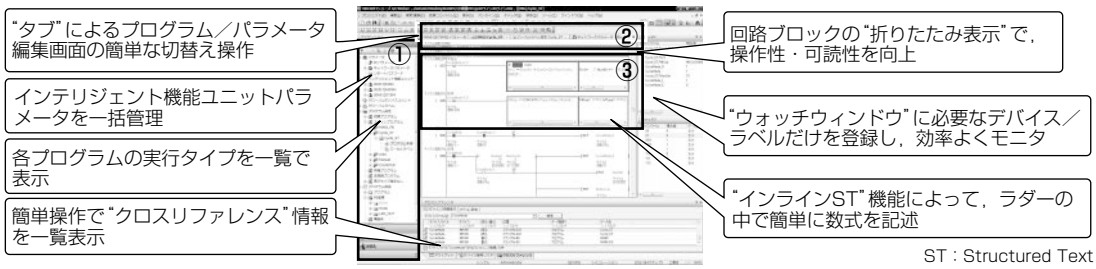

図1．GX Works2のユーザーインタフェース
GX Works2は，“Easy To Use”を実現するシーケンサエンジニアリング環境として，従来製品であるGX Developerの操作性を継承しながら，更に快適に使いやすく進化したUIを提供する(**図1**)。
(1) プロジェクトツリー(**図1①**)
(2) タブ表示(**図1②**)
(3)　インラインST(**図1③**)